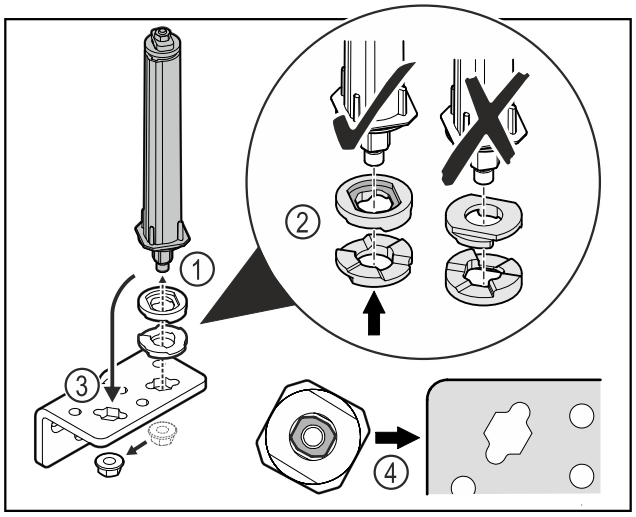

Fig. 17
▶ Відкрутити гайку і зняти систему запирання дверей *Fig. 17 (1)*.
▶ Слідкувати за правильним розташуванням шайб для регулювання висоти *Fig. 17 (2)*.
▶ Переставити систему запирання дверей у шарнірному кутику і зафіксувати гайкою *Fig. 17 (3)*.
▶ Під час встановлення слідкувати за правильною орієнтацією системи запирання дверей *Fig. 17 (4)*.